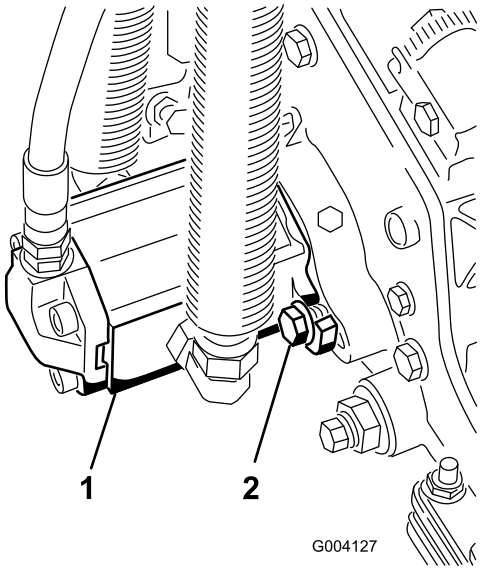

**Figuur 14**
16. Plaats de motor door deze rechtsom te draaien zodat de flenzen van motor loskomen van de bouten (Figuur 14). Draai de motor linksom totdat de flenzen om de bouten zitten en draai vervolgens de bouten vast.